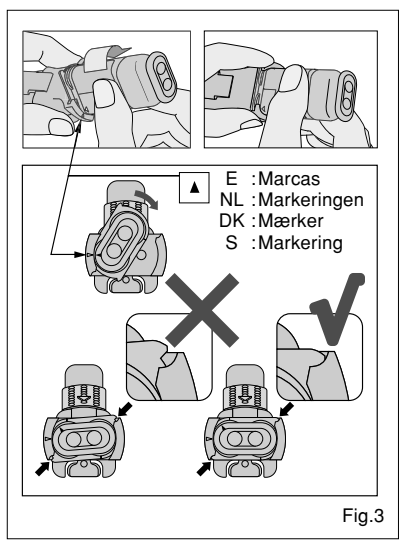

Fig.3
2. Caricamento della cartuccia Paste Pak (Fig.3)
2. Cargar del cartucho Paste Pak. (Fig.3)
2. Het plaatsen van de Paste Pak cartridge (Fig.3)